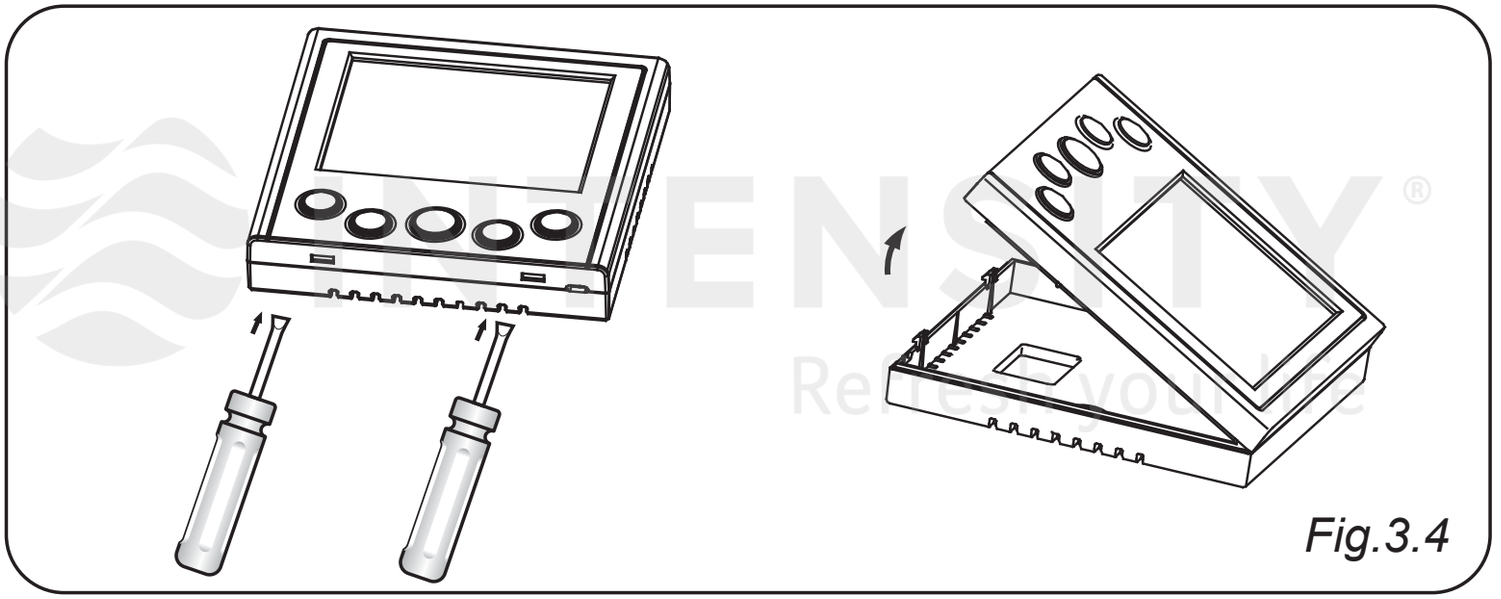

*Fig.3.4*
4.Use a straight screwdriver to insert into the catching groove in the bottom of wire controller and take down the bottom cover. (*Fig.3.4*)